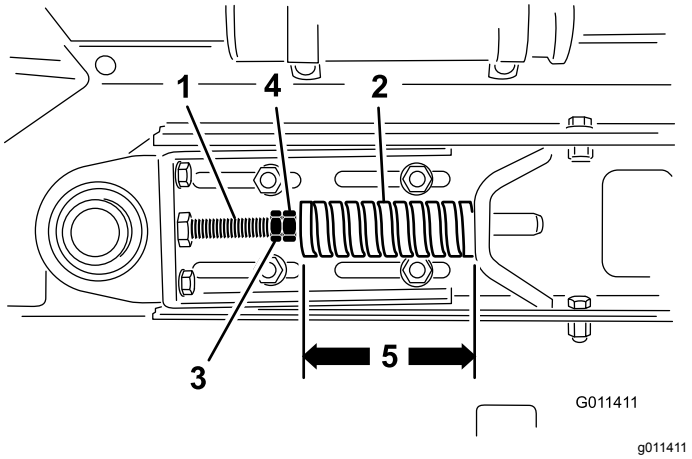

**Figur 26**
1. Løsne låsemutterne, og juster strekkstangmutterne (Figur 26) for å oppnå ønsket spenning.